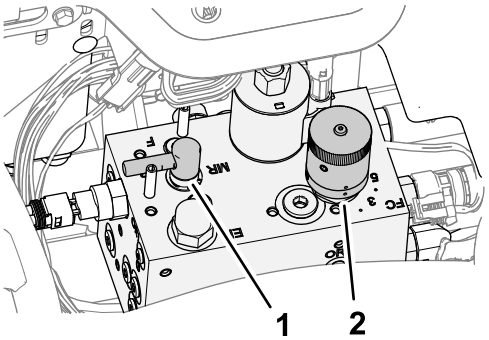

Figur 94
4. Flyt baglapningsgrebet til positionen R (baglapning) (Figur 94).